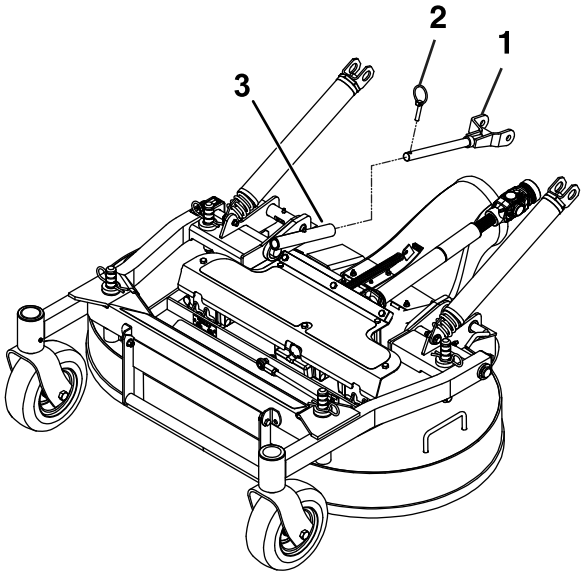

Figur 78
7. Fjern ringstifterne ved forenden af trykarmene på begge sider af maskinen (Figur 78).
7. Fastgør trykarmene med ringstifterne på venstre og højre side af maskinen (Figur 78).